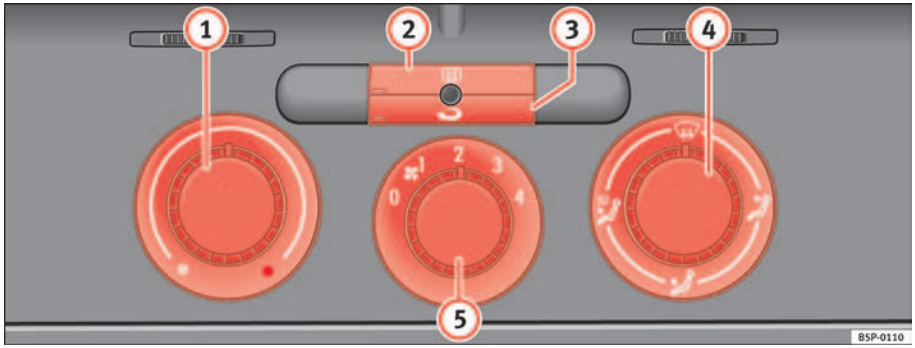

Fig. 122 On the dash panel: Heater controls
– Using the controls ⇒ fig. 122 (1) and (4) and the control (5) you can set the temperature, air distribution and the turbine speed.
– To switch a function on or off, press the appropriate button (2) or (3). When the function is activated, the display window in the lower left of the button is lit.